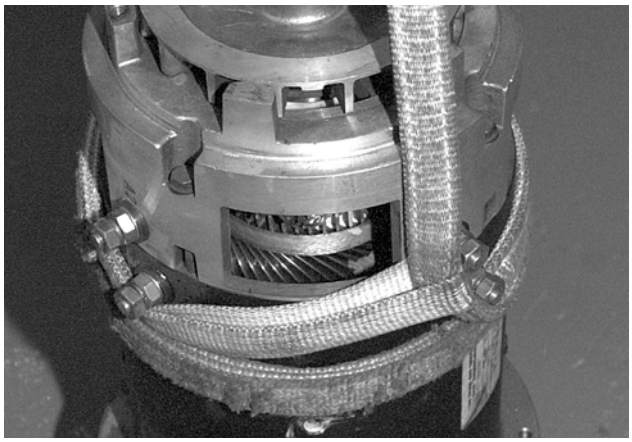

Figure 7-72: Securing Hoist to Drive Motor
18. Secure a hoist to the drive motor, either with a threaded lifting eye ring on the motor shaft, or by four (4) hooks into the top of the motor casting, or with two (2) straps cross-wrapped as shown in Figure 7-72.
4. Secure a hoist to the drive motor, either with a threaded lifting eye ring on the motor shaft, or by the four (4) hooks into the top of the motor casting, or with the two (2) straps cross-wrapped as shown in Figure 7-72.